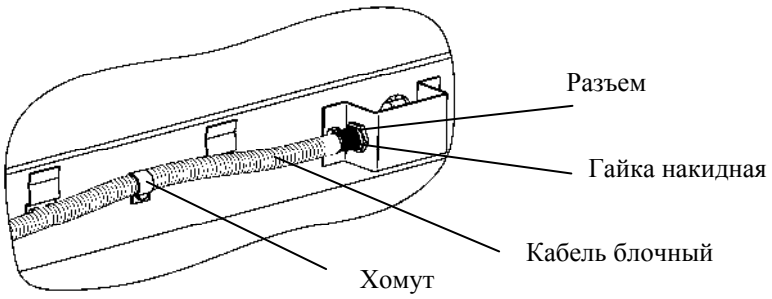

Рис. 10.4 - Соединение кабеля блочного с модулем
- отвернуть накидную гайку кабеля. Отсоединить кабель от разъёма платформы весовой (см. Рис. 10.4);
- Вставить разъем кабеля в скобу и затянуть фиксирующую гайку (Рис. 10.4).
• Вставить разъем кабеля в скобу и затянуть фиксирующую гайку (Рис. 10.4).